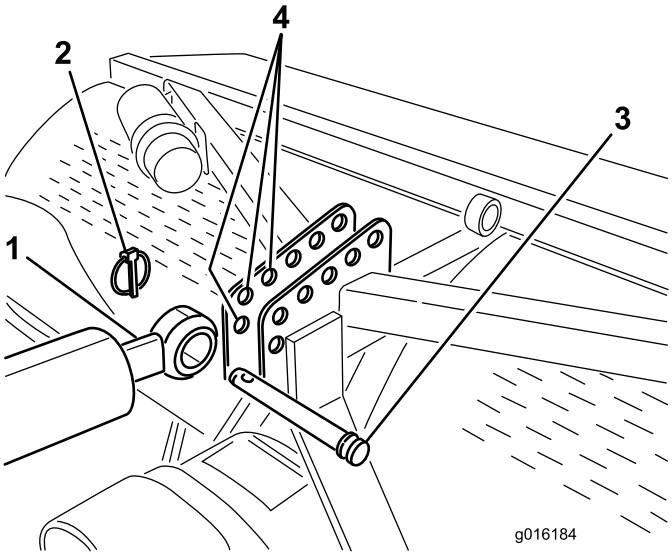
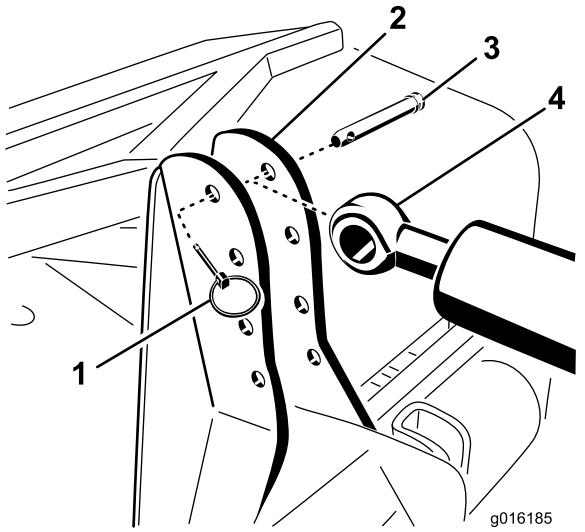
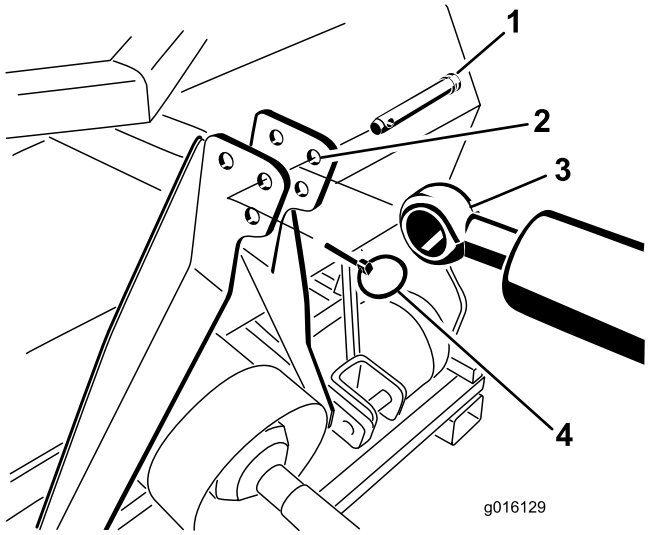

**Figur 6**
**Figur 7**
**Figur 8**
7. Fest stangenden på det hydrauliske toppleddet til hullet som sitter lengst framme i luftemaskinbraketten med festetapp og ringstift (Figur 6, Figur 7 eller Figur 8).